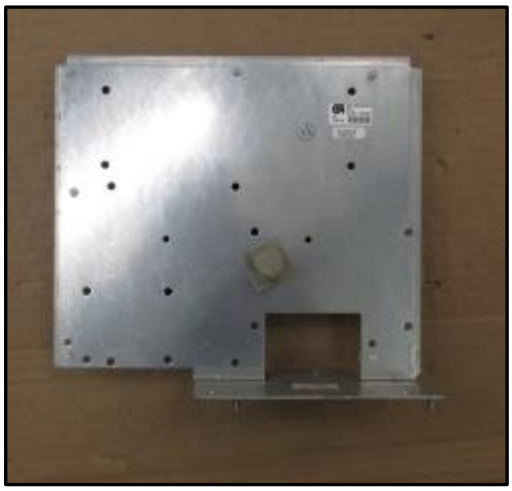

Fig 1.21 – Support de commande CRIND après retrait
40. Retirez le support de commande CRIND du distributeur. Il peut être jeté. Il ne sera pas réinstallé. (Fig. 1.21)